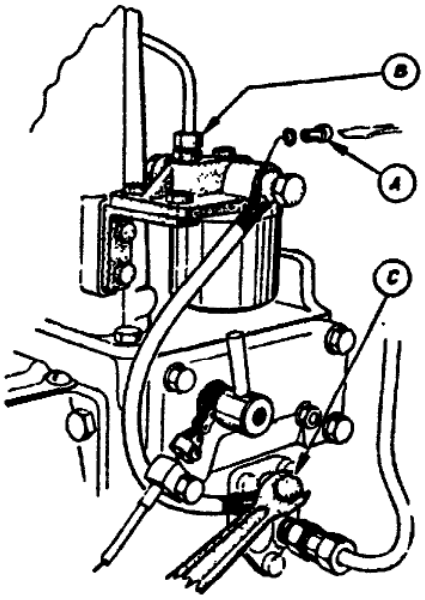

Fig. 2.
Utlufting (fig. 2)
2. Sugeslangen utluftes ved å løse hulskruen (C) for banjonippelen på brennoljepumpen 3 tørn (se fig. 2). Ryst i slangen og hold skruen åpen til oljen renner uten bobler. *(Trykkventilen på oljepumpen skal ikke løses.) Hulskruen trekkes slik til at sugeslangen faller naturlig mot pumpen (fra aktersiden) uten å danne «lås».*
Hvis toppvannpakningene viser tegn til lekkasje, må de skiftes. Lekkasje kan skyldes at pakningene er gamle og harde eller utilstrekkelig paknings-trykk. Det nytter ikke å trekke ytterligere til på toppmutrene, fordi klaringen mellom blokk og topplokk er bestemt av foringsflensen (Gr. 20, fig. 2) og kobberpakningene mellom flens og topplokk samt under flensen (Gr. 20, fig. 13 og 14). Toppklaringen (minste klaring mellom stempel og topplokk) skal være 1,5—2 mm medregnet toppakningsringen (0,5—1 for type H). Klaringen justeres med de 0,5 mm tykke foringsflenspakningene (Gr. 20, fig. 14).